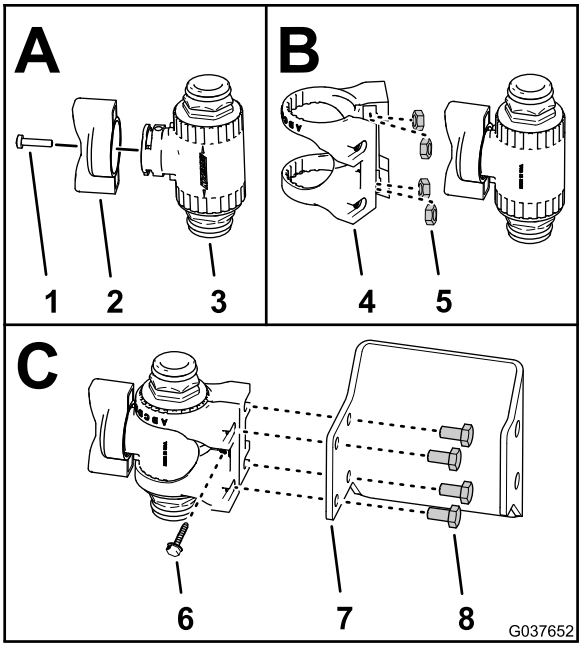

Figura 52
1. Monte la maneta en la válvula de control de agitación (Figura 52) con el tornillo (6-32 x 5/8").
2. Si la válvula no está montada, inserte las 4 tuercas de acero inoxidable en las ranuras de la abrazadera de nylon de la válvula de control de la agitación (Figura 52).
3. Monte la válvula de control de agitación en la abrazadera de la válvula de control, según se muestra en Figura 52.
4. Sujete la abrazadera de la válvula de control a la válvula de control de agitación con el tornillo (6-32 x 5/8"), según se muestra en Figura 52.
5. Monte la válvula de control y la abrazadera en el soporte de la válvula de agitación (Figura 52) con los 4 pernos (6 mm x 12 mm).